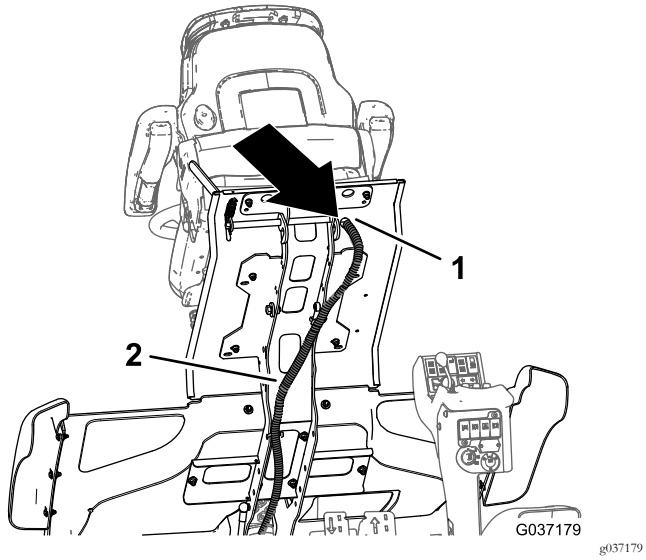

Figure 29
1. Faites passer le faisceau de la machine que vous avez débranché à l'opération 1 de 2 Retrait du siège (page 4) par le trou dans la plate-forme du conducteur (Figure 29).
4. Au bas de la plate-forme, acheminez le connecteur à 2 douilles (fils noir et rouge) du faisceau de kit de 400 cm par le trou dans la plate-forme situé derrière le siège ; voir Figure 29.